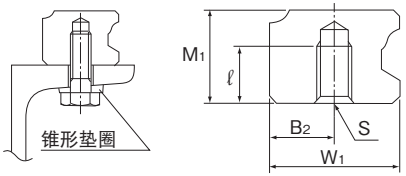

图1
(1) 螺栓的长度，请通过确保在螺栓端部和螺纹底部(有效螺纹深度)之间有2到3mm的间隙来决定。
(2) 如图1所示，还备有安装在型钢上使用的锥形垫圈。
(3) 关于公称型号的构成，请参照B-142～B-143。